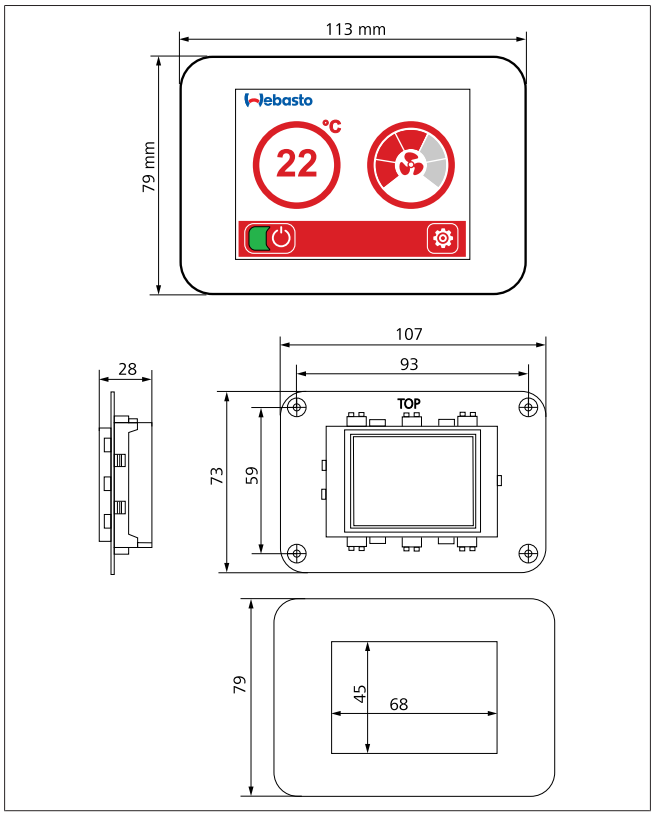

Afb. 12 Montage BlueCool MyTouch
1. Maak een uitsparing voor het bedieningselement op de gewenste montagepositie. Zie voor maten uitsparing Afb. 12.